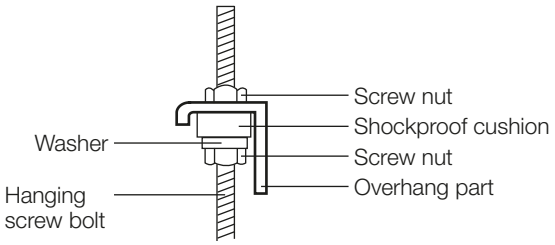

Fig. 4.10
7. Mount the indoor unit onto the hanging screw bolts with a block. Position the indoor unit flat using a level indicator to prevent leaks. *(See Fig. 4.10)*